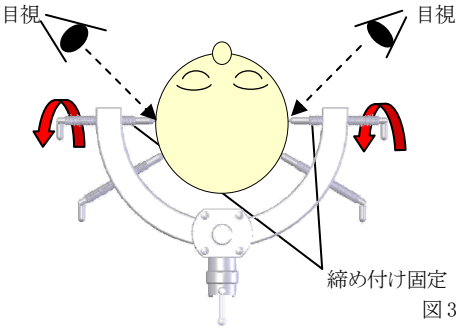

図3
③ 最後に仮止めしていたスクリューピンを1/4～1/2程回転させ、更なる締め付けをして下さい。(図3)スクリューピンによる過度の締め付けは、頭蓋骨の割れ･陥没･貫通、また、皮膚の裂傷等の恐れがあります。スクリューピンの締め付けは注意して行って下さい。